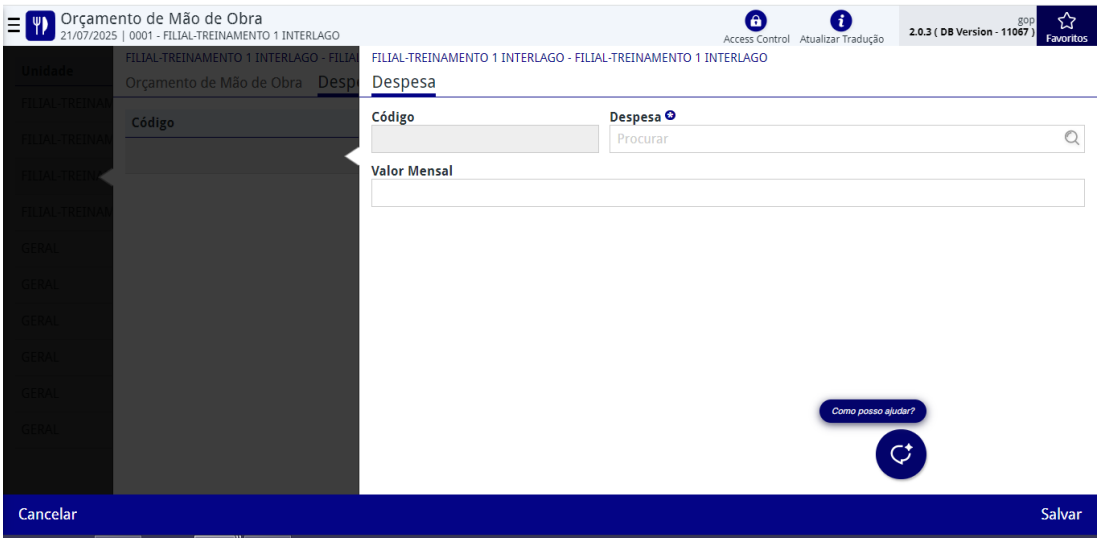

Figura 101: Fichamento
2. Selecione uma despesa e informe o **Valor Mensal** individual no **formulário** (Figura 101) disponibilizado.